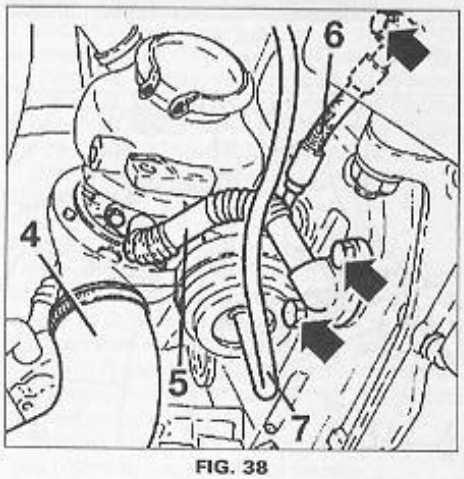
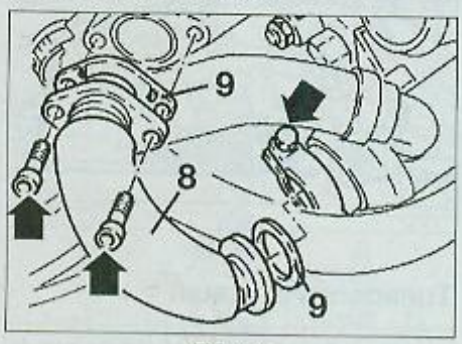

FIG. 38
FIG. 39
- la sonde de température (2).
- le support (3).
• Déposer (Fig.38) :
- la durit (4).
- les vis du tuyau de retour d'huile (5).
- la vis du tuyau d'alimentation d'huile (6).
• Débrancher la durit (7).
• Déposer le tuyau (8) entre le collecteur d'échappement et le refroidisseur EGR puis récupérer les joints d'étanchéité (9) (Fig.39).